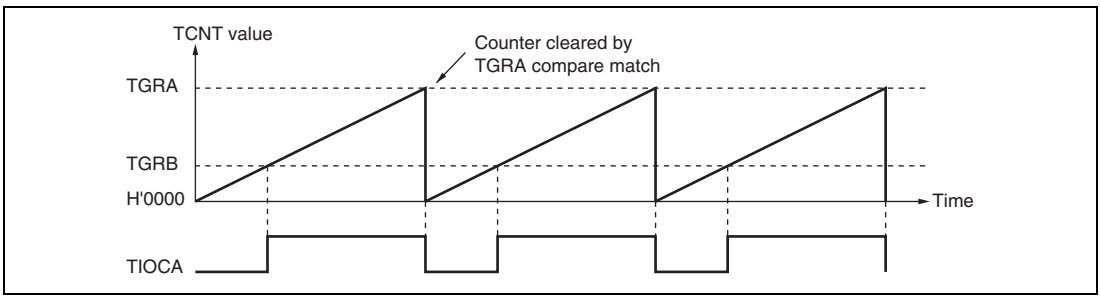

**Figure 10.21 Example of PWM Mode Operation (1)**
**Examples of PWM Mode Operation:** Figure 10.21 shows an example of PWM mode 1 operation.